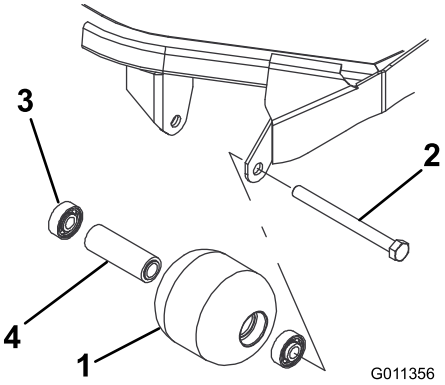

Figur 71
1. Avlägsna rullarnas fästbultar (Figur 71).
4. Kontrollera att rullkåpan, lagren och lagrets distansbricka är i gott skick (Figur 71). Byt ut skadade delar och montera ihop igen.
1. Tryck in det första lagret i rullkåpan (Figur 71). Tryck endast på den yttre lagerbanan eller lika mycket på den inre och yttre lagerbanan.
2. För in distansbrickan (Figur 71).
3. Tryck in det andra lagret i rullkåpan (Figur 71) genom att trycka lika mycket på den inre och den yttre lagerbanan tills den inre lagerbanan kommer i kontakt med distansbrickan.